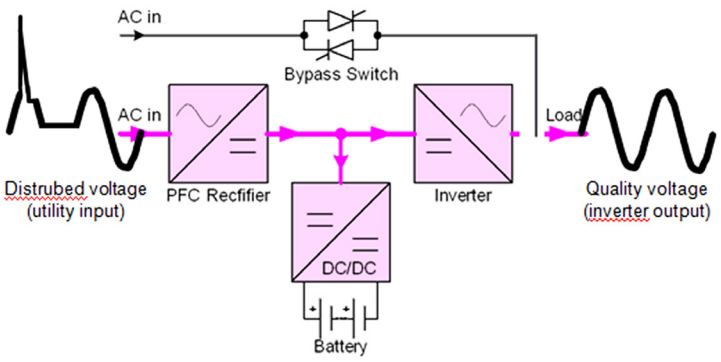

Fig. 1.4.1.
- Abajo se presenta el principio de funcionamiento (fig. 1.4.1).